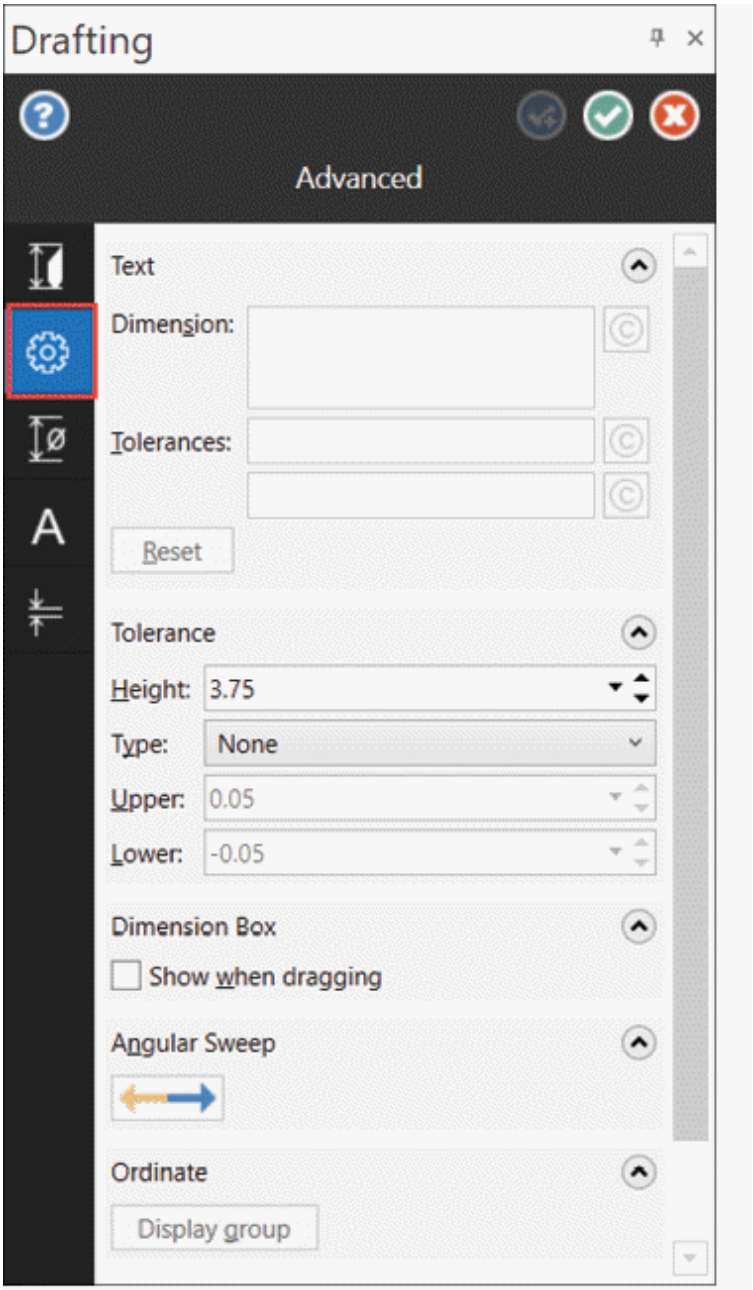

Figure-7. Advanced tab of Drafting Manager
- Click on the **Advanced** option from left side in the **Drafting Manager** to change the value or location of dimension; refer to Figure-7.